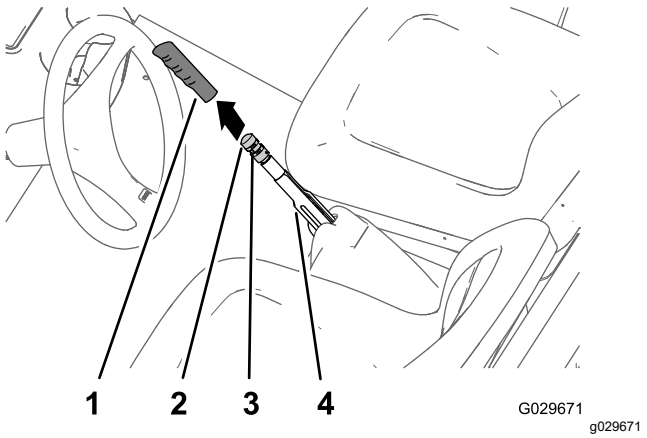

Figuur 63
1. Verwijder de handgreep van de parkeerremhendel (Figuur 63).
2. Draai de stelschroef los waarmee de knop voor de remafstelling is bevestigd aan de parkeerremhendel (Figuur 63).
3. Verdraai de knop van de remafstelling tot u een kracht van 133 tot 156 N bereikt om de parkeerremhendel in te schakelen (Figuur 63).
4. Draai de stelschroef vast en plaats de handgreep (Figuur 63).
2. Draai de stelschroef los (Figuur 63) waarmee de knop voor de remafstelling is bevestigd aan de parkeerremhendel. Stel de parkeerrem vrij en draai de knop voor de remafstelling los.
5. Draai aan de knop voor remafstelling (Figuur 63) totdat een kracht van 133 tot 156 N nodig is om de parkeerremhendel in werking te stellen.
C. Draai aan de knop voor remafstelling (Figuur 63) totdat een kracht van 133 tot 156 N nodig is om de parkeerremhendel in werking te stellen.
- Draai de stelschroef vast en plaats de handgreep (Figuur 63).